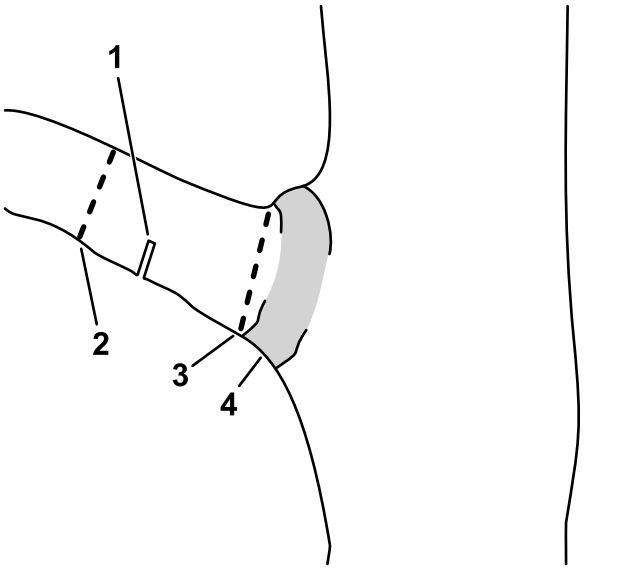

**Bild 13**
C. Schneiden Sie den Aststumpf am Astkragen ab (Bild 13).